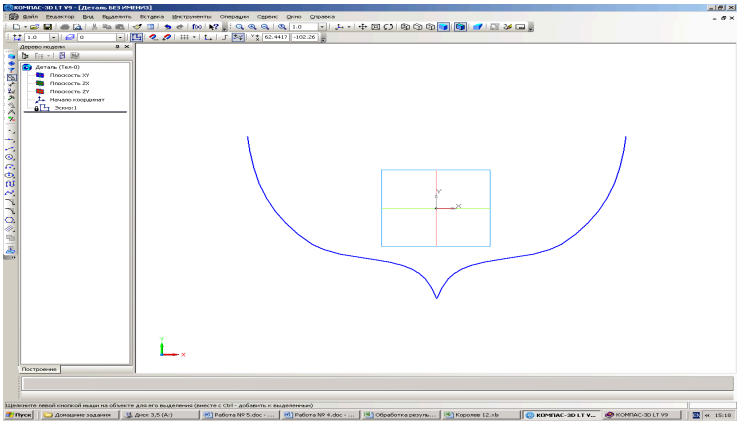

Рис. 5.24. Профиль лодки.
Пусть профиль модели лодки выглядит примерно так, как показано на рис. 5.24.
4) Создайте по образцу (рис. 5.24) эскиз-сечение Профиль лодки.